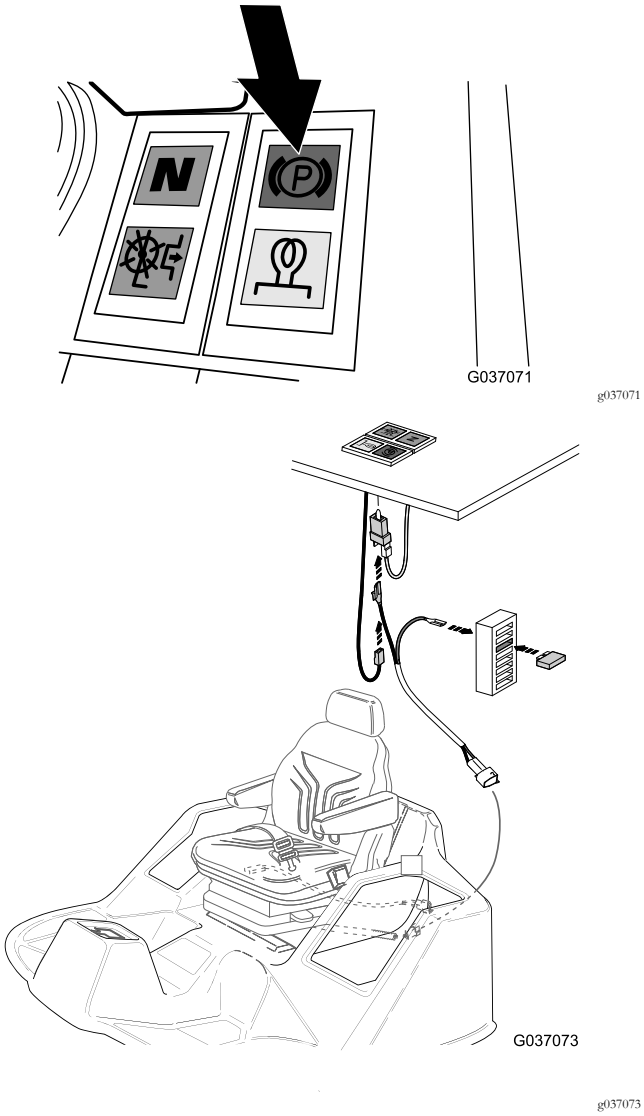
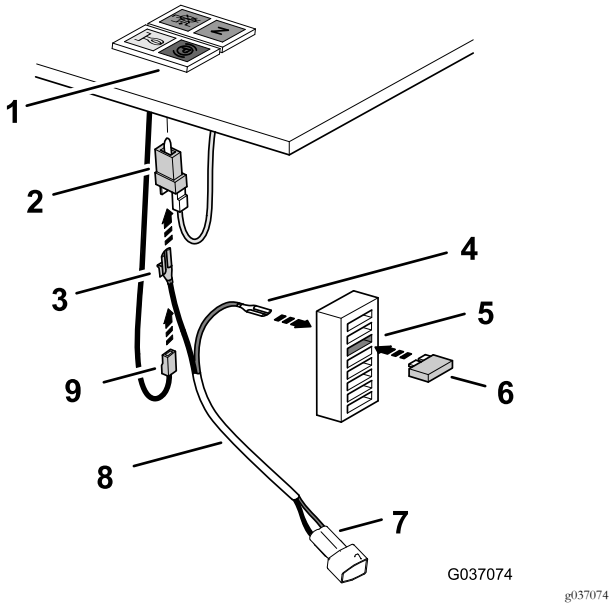

Figura 26
Figura 27
5. Trabalhando por baixo do painel de controlo, localize o conetor de luz de estacionamento e desligue deste conector o conetor de tomada do fio preto (Figura 26).
6. Ligue o conetor de tomada do fio preto que retirou no passo 5 ao terminal da lâmina do conetor tipo "piggy-back" (fio preto) da cablagem do relé (Figura 26 e Figura 27).
7. Ligue o conector "piggy-back" ao terminal de lâmina do conector da luz de estacionamento (Figura 27).
8. Na parte de trás da caixa de fusíveis, ligue o terminal de tomadas (fio vermelho) da cablagem do relé ao conetor de lâminas do bloco de fusíveis na 3.ª posição de fusível a contar do topo do bloco (Figura 27).
9. Insira o fusível (10 A) na 3.ª posição do fusível a contar do topo do bloco de fusíveis (Figura 27).